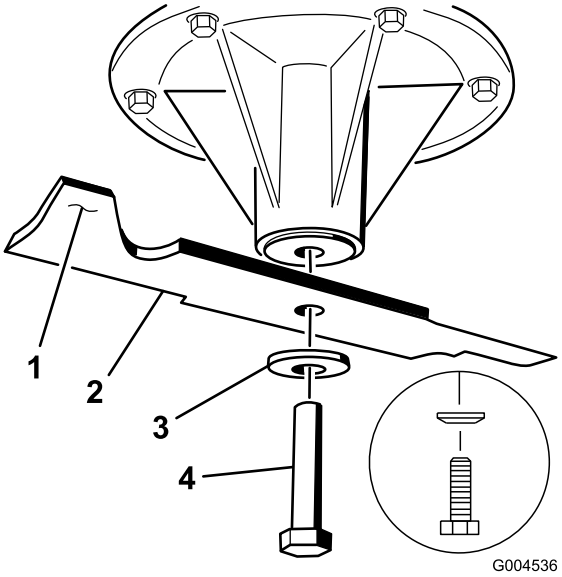
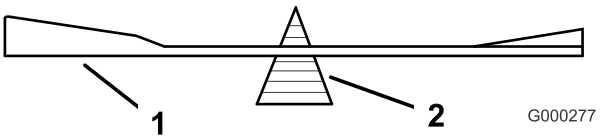

Figura 78
Figura 80
2. Retire a cavilha da lâmina, a anilha curva, e a lâmina do eixo (Figura 78).
2. Verifique o equilíbrio da lâmina colocando-a num equilibrador de lâminas (Figura 80). Se a lâmina ficar na horizontal é porque está equilibrada e pode ser utilizada. Se a lâmina não estiver equilibrada, lime algum metal da extremidade da aba apenas (Figura 78). Repita este procedimento até a lâmina estar equilibrada.